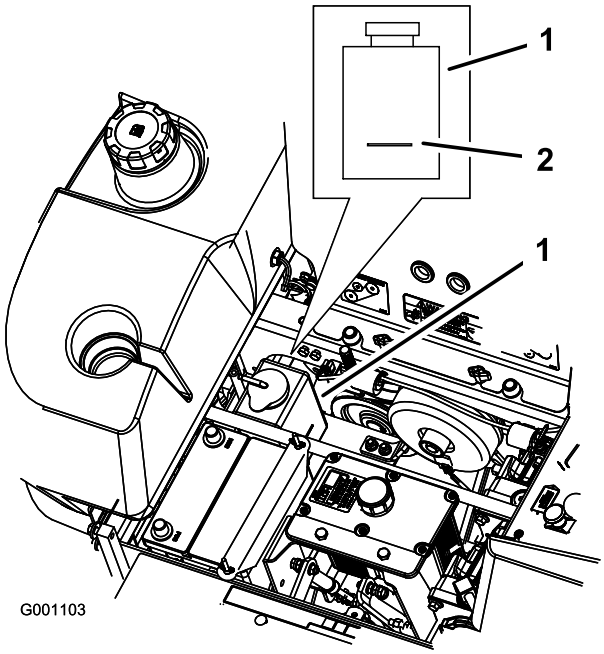

Figur 62
3. Når motoren er avkjølt må du kontrollere nivået i overflytsflasken. Væsken bør nå opp til kulen på utsiden av overflytsflasken (Figur 62).
4. Hvis kjølemiddelnivået er lavt, fyll på en blanding med halvt om halvt med frostvæske for forlenget levetid / Dex-Cool® og vann til overflytsflasken (Figur 62).
5. Fyll på kjølemiddelblandingen til overflytsflasken og fyll det opp til indikatorlinjen på flasken (Figur 62).